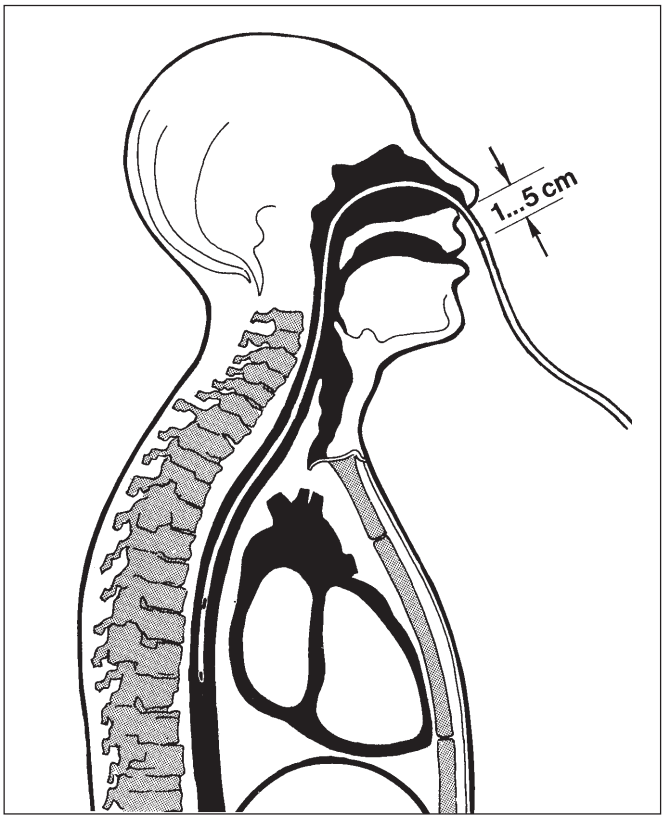

Bild 10.3-8. Einführen des Katheters
- Schieben Sie den Katheter behutsam weiter, bis sich die 50-cm-Markierung (ein Strich) 1 bis 5 cm vor dem Naseneingang befindet (Bild 10.3-8).